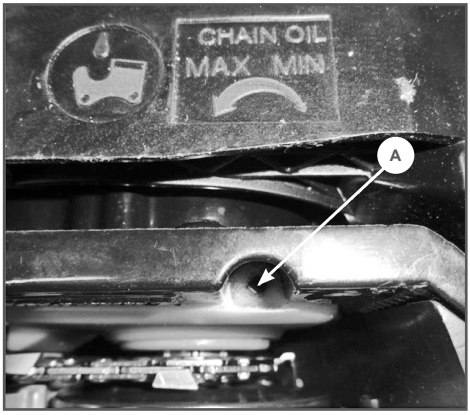

Рис. 13 Положение регулировочного винта подачи масла
3. Количество масла можно корректировать с помощью регулировочного винта А, который находится снизу бензопилы (Рис. 13). Это нужно для того, чтобы компенсировать изменение вязкости масла при работе в различных температурных условиях.